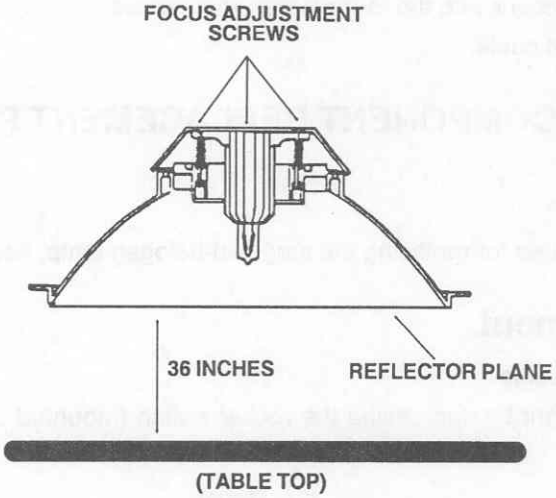

Figure 3-21. Lighthead height adjustment.
e. Position the lighthead 36 inches from and parallel to a horizontal surface (fig 3-21). Measure the 36 inches from several places on the lower rim of the lighthead.